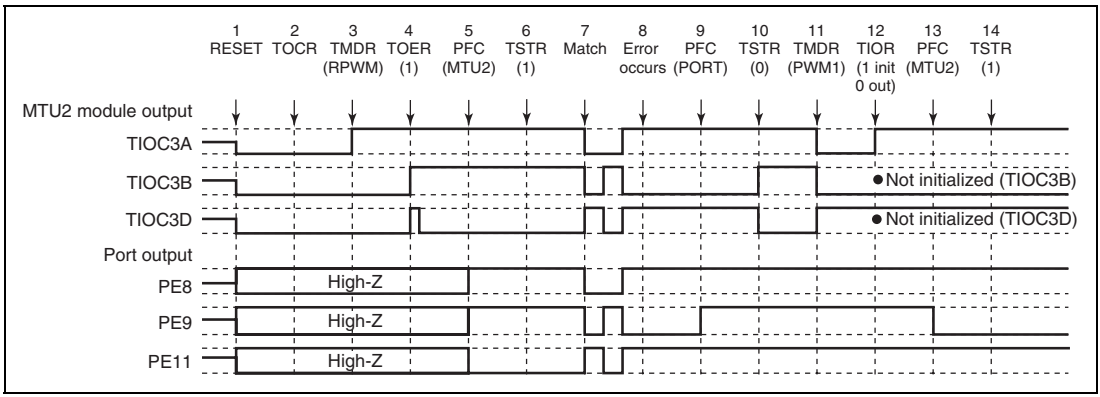

**Figure 10.164 Error Occurrence in Reset-Synchronized PWM Mode, Recovery in PWM Mode 1**
**Operation when Error Occurs during Reset-Synchronized PWM Mode Operation, and Operation is Restarted in PWM Mode 1:** Figure 10.164 shows an explanatory diagram of the case where an error occurs in reset-synchronized PWM mode and operation is restarted in PWM mode 1 after re-setting.